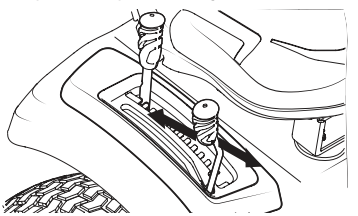

Fig. 30
2. Empuje la palanca PTO (enganche de cuchillas) hacia adelante hasta la posición acoplada (ON) (Fig. 30).